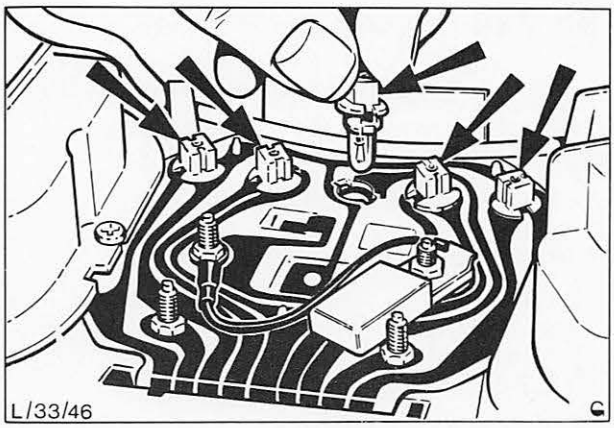
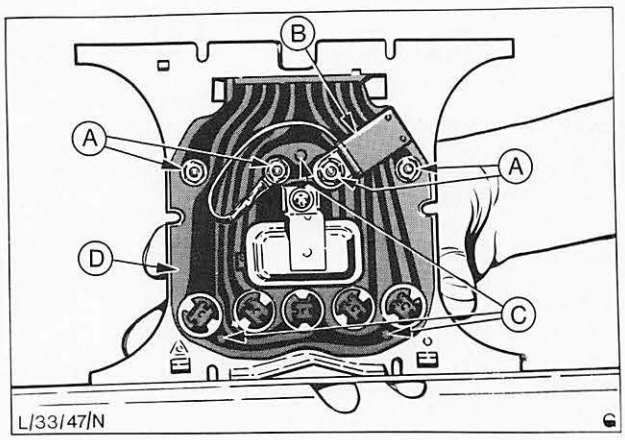

Abb. 50 Die fünf Kontrolleuchten
Abb. 51 A = Befestigungsmuttern – Kraftstoff-/Temperaturanzeiger
2. Fünf Glühlampen – Kontrolleuchten mit Fassung ausbauen, Abb. 50.
5. Falls eingebaut, Schrauben (4) der mittleren Platte vom Kraftstoff-Vorratsanzeiger und Kühler-Fernthermometer entfernen und Platte komplett ausbauen.
6. Um Beschädigung und Verschmutzung des Zifferblatts und der Anzeigenadeln zu vermeiden, Gehäuse vorsichtig auf ein sauberes Papierblatt oder auf einen sauberen, fusselfreien Lappen legen. Muttern und Scheiben (4) von den Stiftschrauben des Anzeigegeräts entfernen, Abb. 51.
8. Kontaktplatte über die Haltestifte andrücken, Abb. 51.
9. Falls vorhanden, Scheiben und Muttern (4) auf die Stiftschrauben der Nebeninstrumente montieren.
10. Mittlere Platte komplett anbauen und mit vier Schrauben sichern. Geschwindigkeitsmesser anbringen und mit vier Kreuzschlitzschrauben sichern. Glühlampen und Fassungen (2) der Geschwindigkeitsmesserbeleuchtung eindrücken und Kabelstrang befestigen.